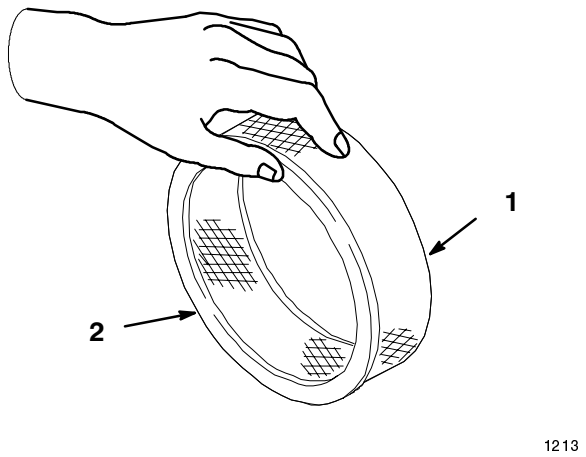

Figure 19
A. Lightly tap the element on a flat surface to remove dust and dirt (Fig. 19).